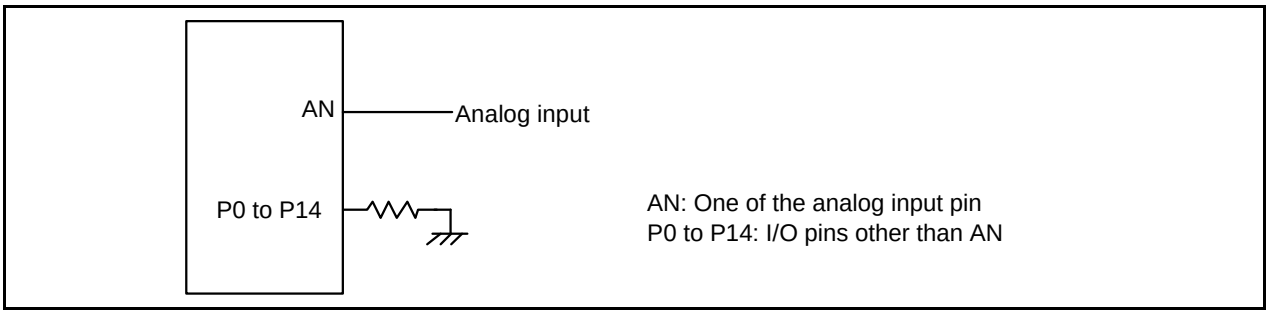

Figure 5.2 A/D Accuracy Measure Circuit
2. Flash memory rewrite disabled. Except for the analog input pin, set the pins to be measured as input ports and connect them to V_{SS}. See Figure 5.2 “A/D Accuracy Measure Circuit”.
4. Flash memory rewrite disabled. Except for the analog input pin, set the pins to be measured as input ports and connect them to V_{SS}. See Figure 5.2 “A/D Accuracy Measure Circuit”.